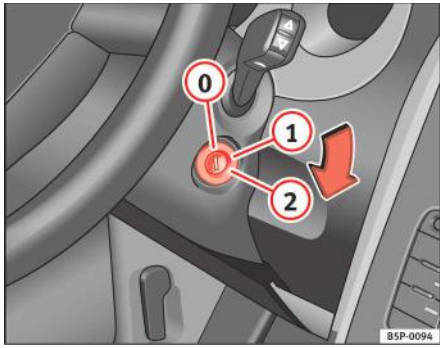

Fig. 135 Pozițiile cheii în comutatorul de contact
În această poziție ⇒ fig. 135, contactul este luat, motorul este oprit, iar coloana de direcție poate fi blocată.
– Rotiți cheia de contact în poziția ⇒ pagina 176, fig. 135 (1). Lampa indicatoare se va aprinde pentru a semnala preîncălzirea motorului.
– Când lampa de avertizare se stinge, rotiți cheia în poziția (2) pentru a porni motorul. Nu apăsați pedala de accelerație.
– Rotiți cheia de contact în poziția ⇒ pagina 176, fig. 135 (0).